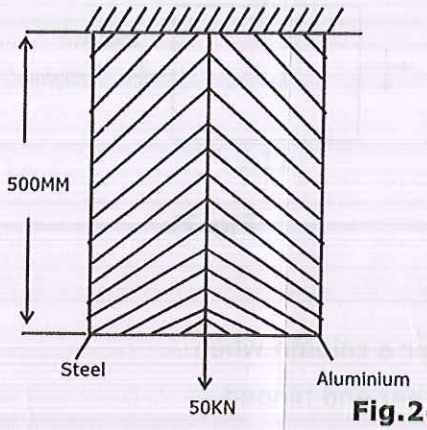

Fig.2(a)
b. A compound bar of length 500mm consists of a strip of aluminium 50mm wide X 20mm thick and a strip of steel 50mm wide X 15mm thick rigidly joined at ends. If the bar is subjected to a load of 50KN, find the stresses developed in each material and the extension of the bar. Take elastic modules of aluminium and steel as $1X10^5 N/mm^2$ and $2X10^5 N/mm^2$ respectively. The compound bar is shown in Fig 2(a). **04**